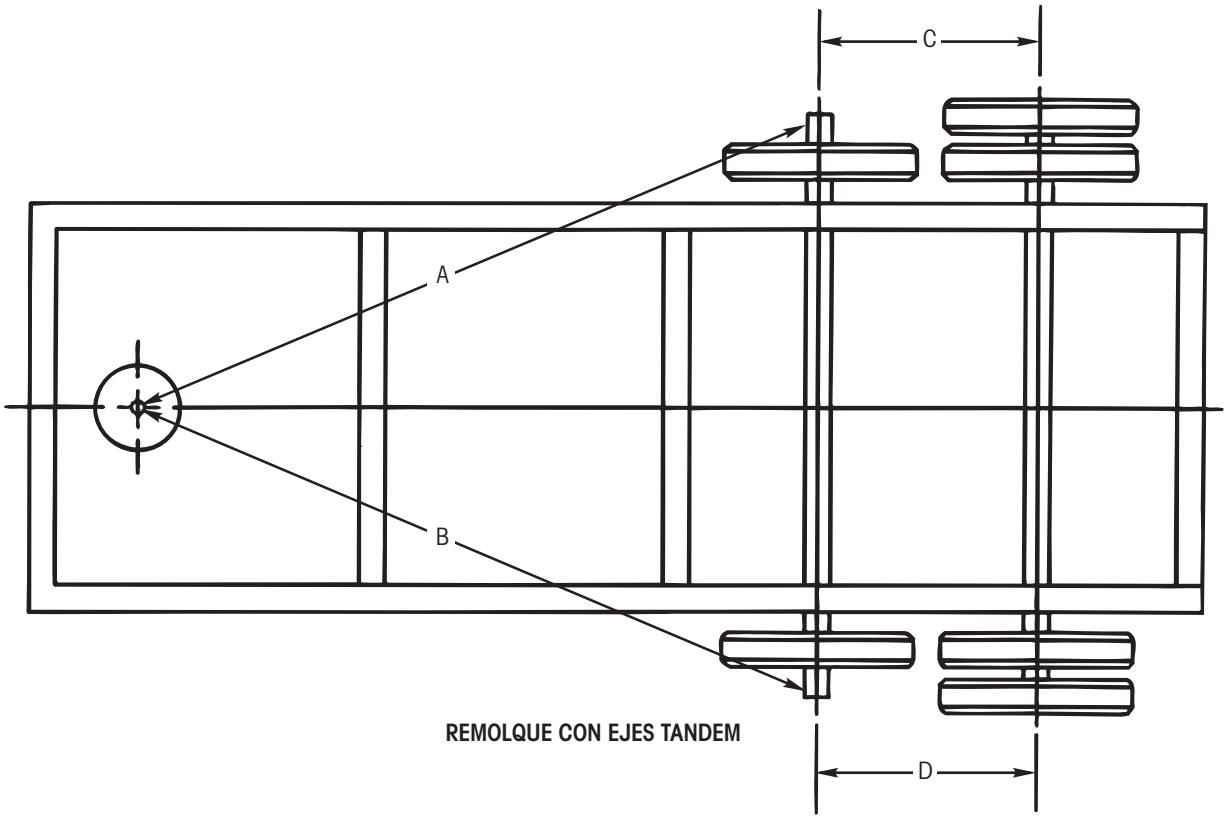

Figura 54. Alineación del eje
3. Midiendo desde el perno rey del remolque, mueva la viga opuesta hacia adelante y hacia atrás hasta que ambos extremos del eje estén equidistantes del perno rey (una tolerancia de alineación máxima de $^1/_8$ de pulgada es comúnmente considerada como aceptable) (Figura 54, dimensiones A y B).
5. Para ejes adicionales, ajuste hasta que ambos extremos del eje estén equidistantes del eje frontal siguiendo los procedimientos indicados en los pasos 1 a 4. Una tolerancia de alineación máxima de $^1/_{16}$ de pulgada es comúnmente considerada como aceptable a los ejes adicionales (Figura 54, dimensiones C y D).